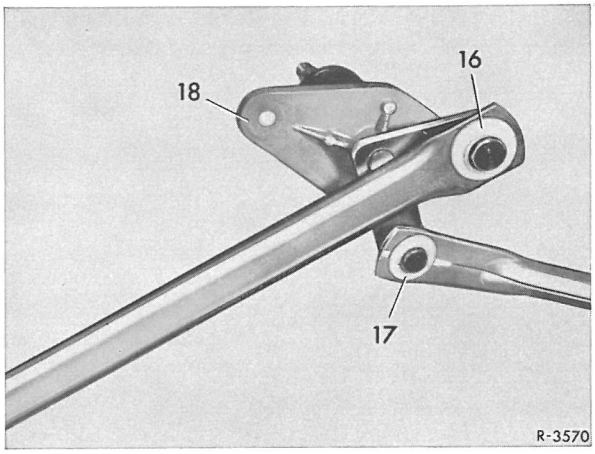

Fig. 82-4/4
Vigtigt! Det må påses, at tætningsskiven (19) og gummiskive (2o) anbringes som vist i fig. 82-4/2.